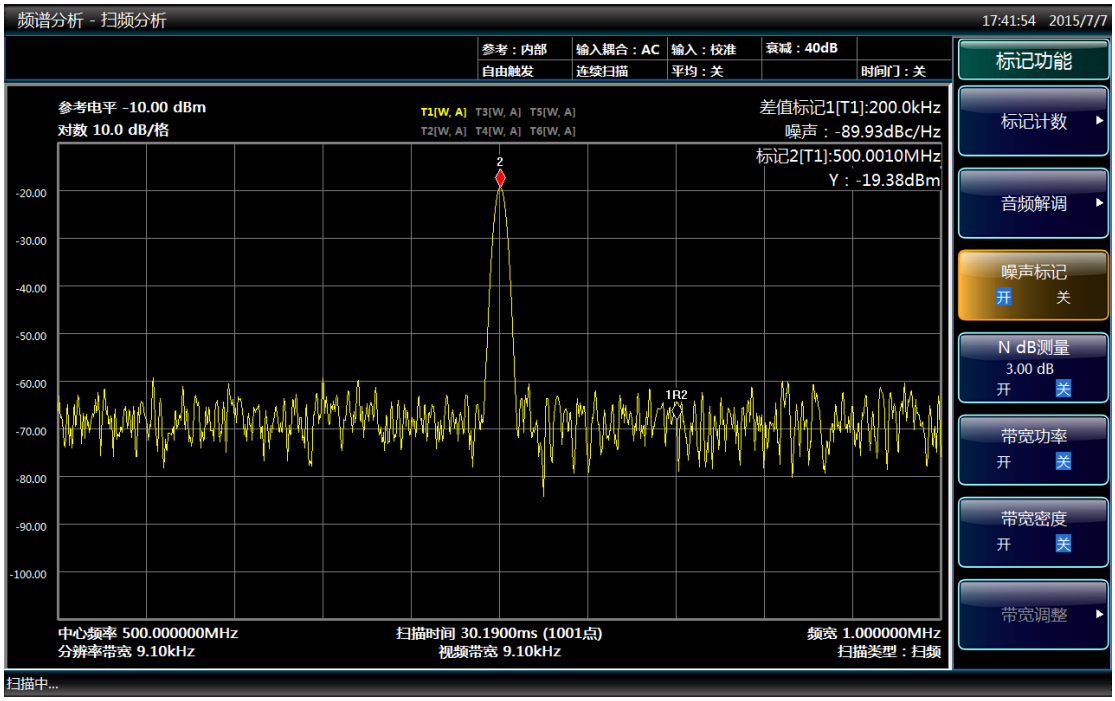

图 4.31 测量信噪比
- 按【标记功能】、[噪声标记 开 关]，打开噪声标记。如图 4.31。